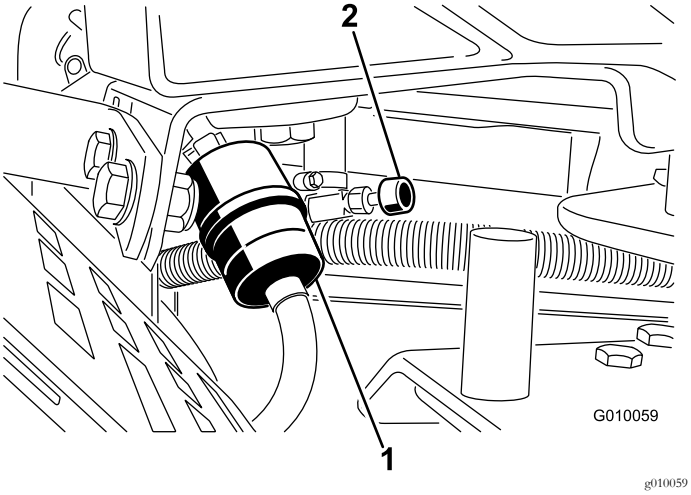

Figuur 51
2. Sluit de brandstofklep (Figuur 51).
3. Druk de uiteinden van de slangklemmen naar elkaar toe en schuif ze weg van het filter (Figuur 51).
5. Monteer een nieuw filter en schuif de slangklemmen terug tot dicht bij het filter (Figuur 51).
7. Open de brandstofafsluitklep (Figuur 51).
3. Maak de slangklem op het brandstoffilter los en schuif deze over de brandstofslang weg van het brandstoffilter (Figuur 51).
4. Trek de brandstofslang van het brandstoffilter (Figuur 51). Open de brandstofafsluitklep en laat de benzine in een benzinevat of een opvangbak lopen.
5. Plaats de brandstofslang op het filter. Schuif de slangklem dicht op het filter om de brandstofslang vast te zetten (Figuur 51).